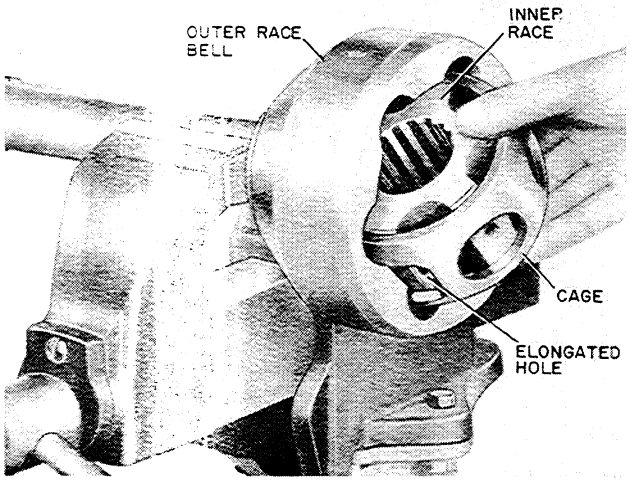

Figure U-32
7. Roll the cage and inner race at right angles to the outer race bell with the two elongated openings in the cage aligned with opposite teeth of the bell. Then lift the cage and inner race out of the outer race bell, Figure U-32.